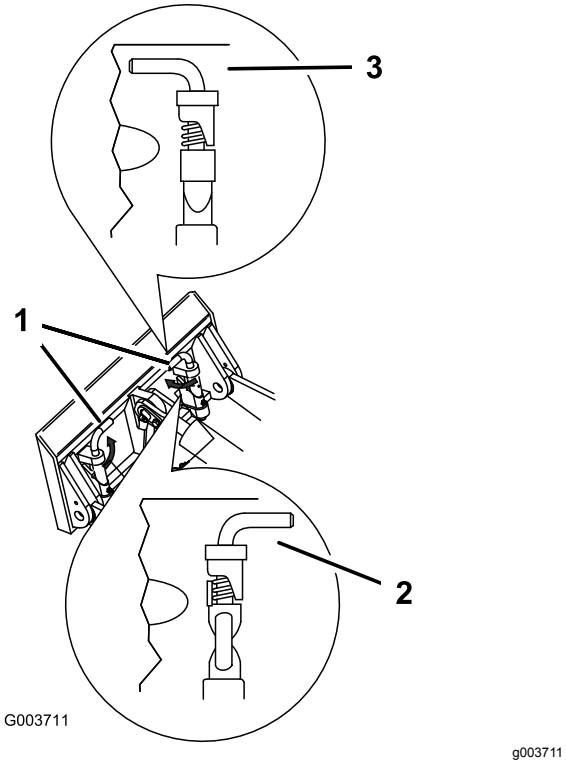

**Figure 17**
7. Engage the quick-attach pins, ensuring that they are fully seated in the mount plate (Figure 17).